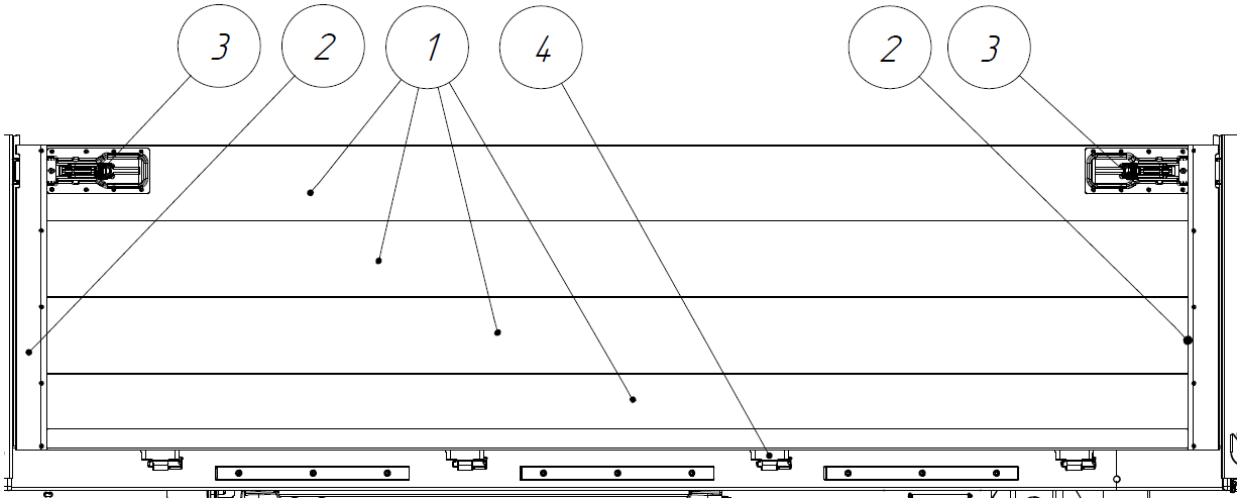

Рис. 1.23 – Конструкция борта
Конструктивно (рис. 1.23) каждый борт состоит из нескольких горизонтальных алюминиевых профилей (1), боковых вертикальных алюминиевых профилей (2), двух замков в верхней части борта (3) (фиксирующих борт в закрытом положении за боковые стойки)